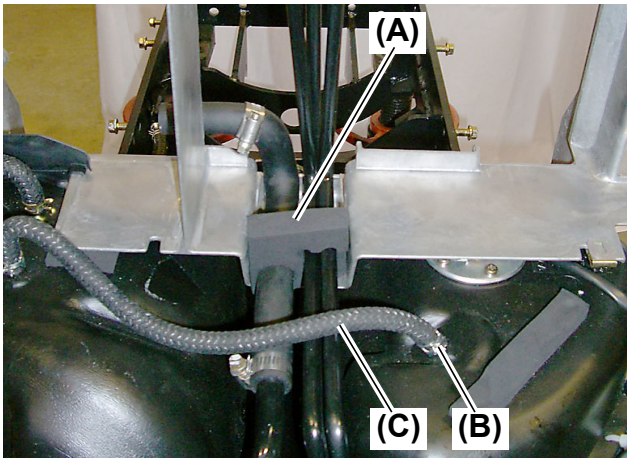

Fig. 3
3. Remove the pipe seal **(Fig. 3, (A))**.
4. Remove the hose clip **(Fig. 3, (B))** on the fuel hose **(Fig. 3, (C))**.